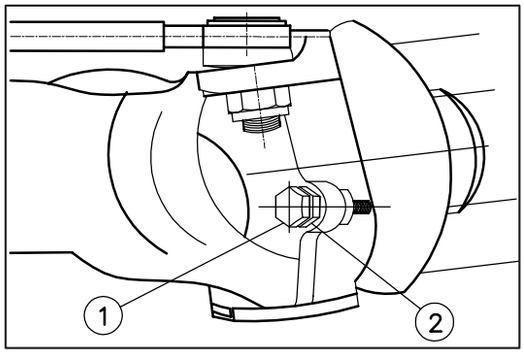

Fig. 4.27
O ângulo é alterado ajustando o parafuso batente (1) (Fig.4.27) no comando final do eixo e a porca de bloqueio (2).